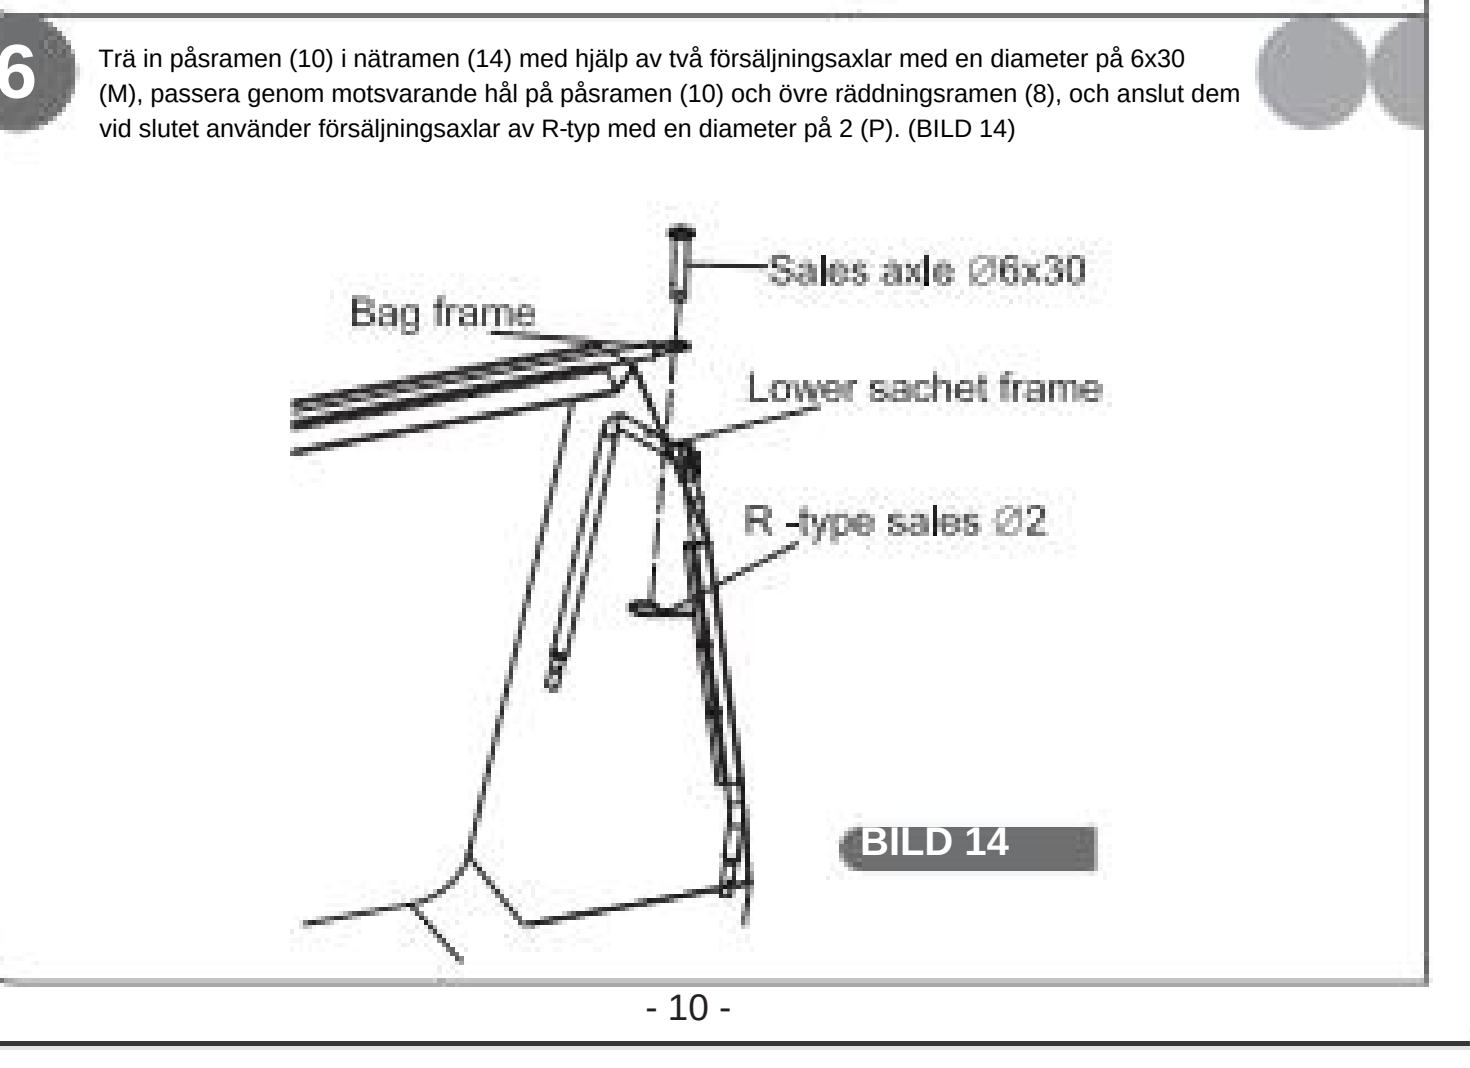

BILD 15
7 Sätt in två stödstänger (12) i motsvarande hål på insidan av påsens bakre ram (11). Implementera stöd för netframe (14). (BILD 15)